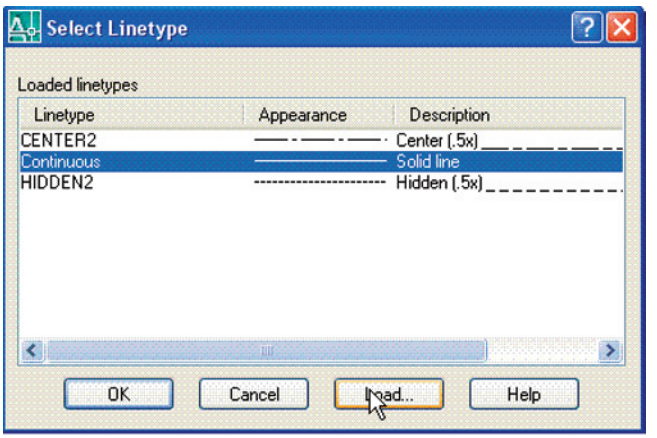

Fig. 4.19 The **Select Linetype** dialog
5. *Click* on the linetype **Continuous** against the layer name **Centre**. The **Select Linetype** dialog appears (Fig. 4.19). *Click* its **Load...** button and from the **Load or Reload Linetypes** dialog *double-click* **CENTER2**. The dialog disappears and the name appears in the **Select Linetype** dialog. *Click* the **OK** button and the linetype **CENTER2** appears against the layer **Centre**.